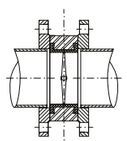

рис. 1
1. Для монтажа межфланцевых дисковых затворов GROSS в системах из стальных труб следует использовать стальные приварные встык (воротниковые) фланцы по ГОСТ 33259-2015 соответствующего диаметра для всех типоразмеров затворов. **ПРИ МОНТАЖЕ ЗАТВОРОВ УСТАНАВЛИВАТЬ ПРОКЛАДКИ МЕЖДУ ЗАТВОРОМ И ФЛАНЦЕМ НЕ ДОПУСКАЕТСЯ.** Использовать стальные плоские приварные фланцы по ГОСТ 33259-2015 для монтажа затворов недопустимо (рис. 1).